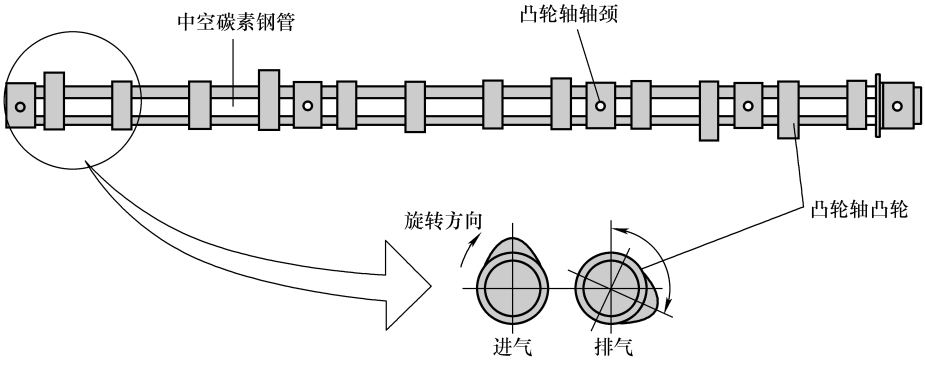
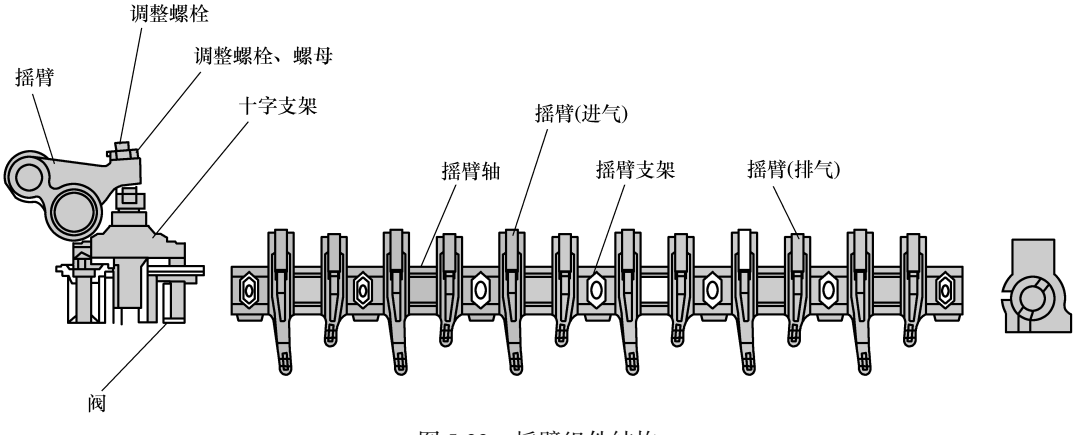

图 5-22　凸轮轴结构
图 5-23　摇臂组件结构
⑦ 配气机构中，凸轮轴结构见图 5-22，摇臂组件结构见图 5-23。配气机构安装要领是：将 1 缸活塞转到压缩上止点，放置凸轮轴，使凸轮轴齿轮的 3 个钻孔中，呈 180°的 2 个孔位